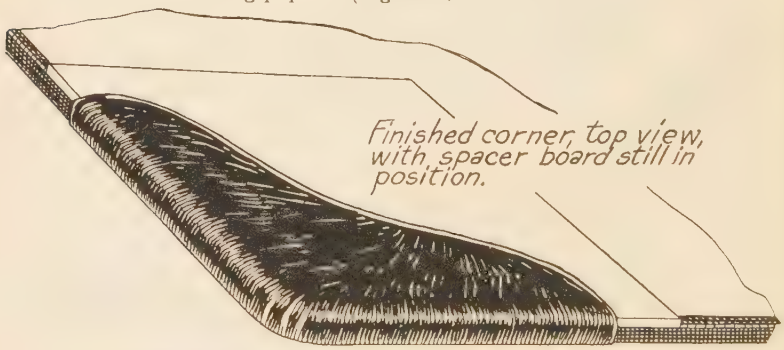

Fig. 129 Face Side of Blotter Baseboard with Corner Affixed
7. Carefully remove the 4 pieces of board 6″ x 6″ from under the corners and you are ready to insert the sheets of blotting paper. (Fig. 129.)